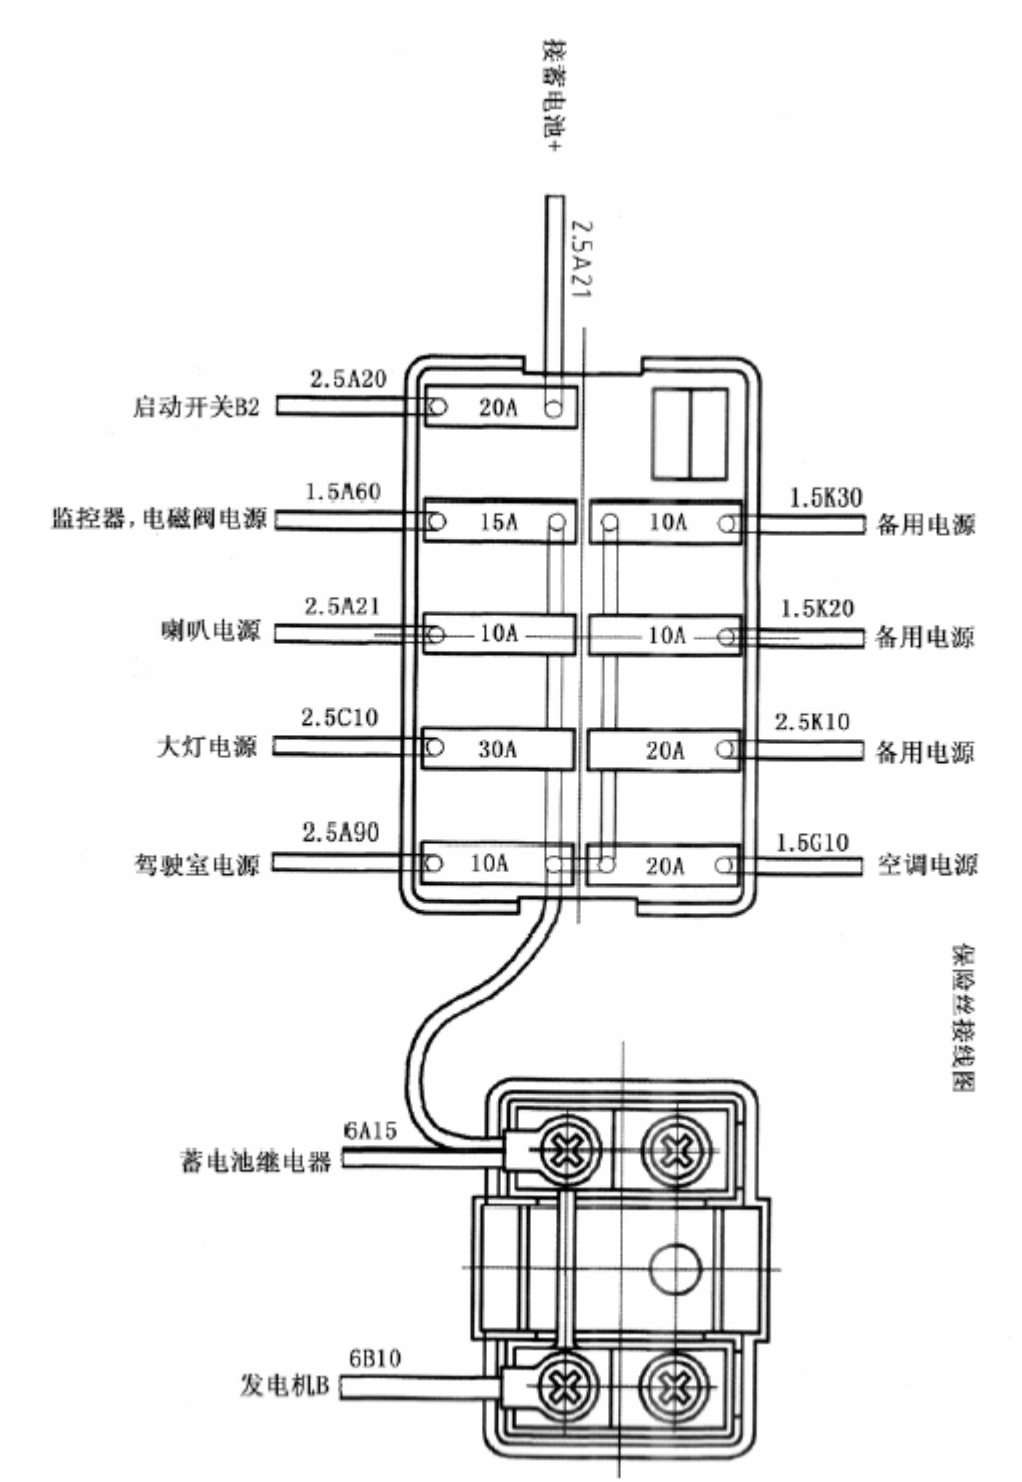

Рисунок 1-31
1.4.3.3.Блок плавких предохранителей (рисунок 1-31)